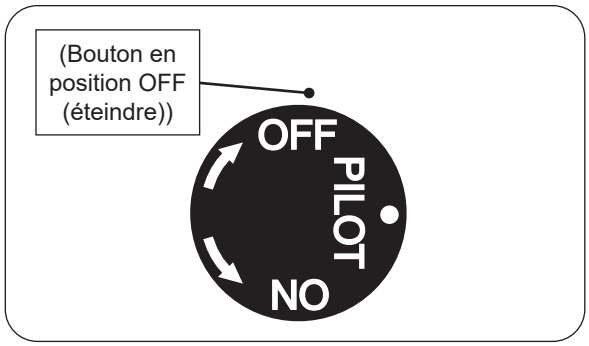

Fig. 51-2 Arrêt du pilote
2. Localisez la vanne sur le côté de l'unité. Pousser le gazbouton de commande légèrement et tourner dans le sens des aiguilles d'une montre ↷ sur **OFF** (éteindre) (voir Fig.51-2).
Appuyez légèrement sur le bouton de contrôle et tournez-le dans le sens des aiguilles d'une montre ↷ pour **OFF** (éteindre). Ne force pas. Voir Fig.51-2.